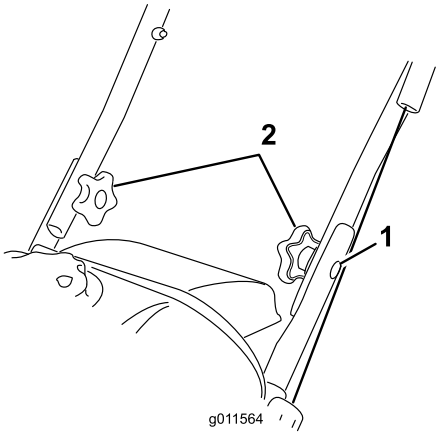

Rysunek 4
2. Włóż śruby z łbem grzybkowym w wyrównane otwory, łbami po zewnętrznej stronie uchwytu (Rysunek 4).
1. Śruba z łbem grzybkowym (2)
3. Załóż podkładki wygięte i pokrętła na śruby z łbem grzybkowym po wewnętrznej stronie uchwytu (Rysunek 4) i **mocno je dokręć**.